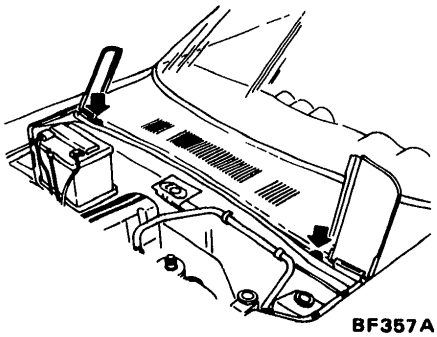

Fig. BF-21 Adjusting hood bumper height
2. Loosen hood bumper lock nuts and lower bumpers until bumpers do not come into contact with the rear of hood when hood is closed. See Figure BF-21.